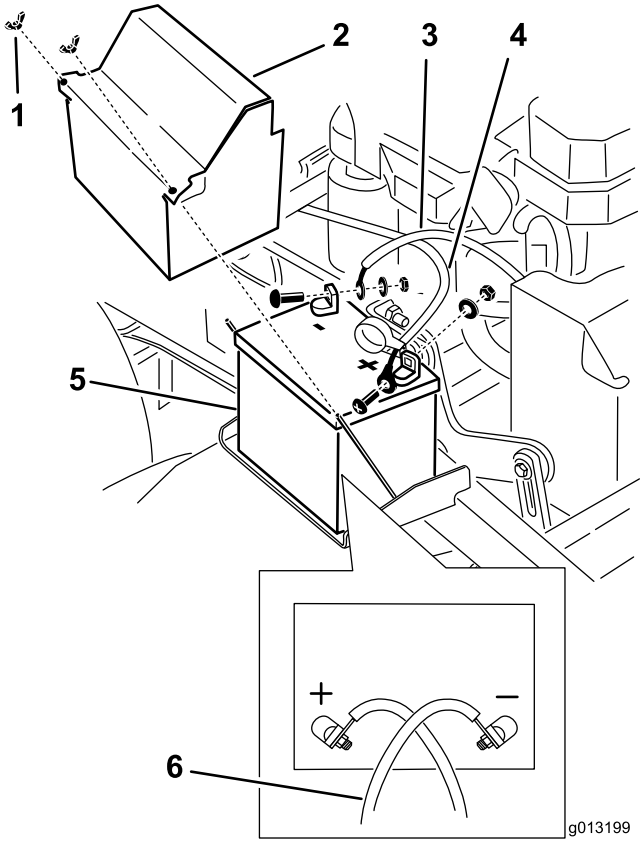

Figur 51
3. Tag først batteriets minuskabel af minuspolen (–) (Figur 51).
4. Skub den røde klemme af batteriets (røde) pluspol. Afmonter derefter batteriets (røde) pluskabel (Figur 51).
5. Fjern batteriets holdeplade (Figur 51), og tag batteriet ud.
1. Sæt batteriet tilbage på maskinen (Figur 51).
3. Tilslut først batteriets (røde) pluskabel til pluspolen (+) med en møtrik, spændeskive og bolt (Figur 51). Skyd gummikappen hen over polen.
4. Tilslut derefter batteriets minuskabel og jordledningen til minuspolen (–) med en møtrik, spændeskive og bolt (Figur 51).
Bemærk: Når batterikablerne krydser over hinanden, er de korrekt monteret (Figur 51).